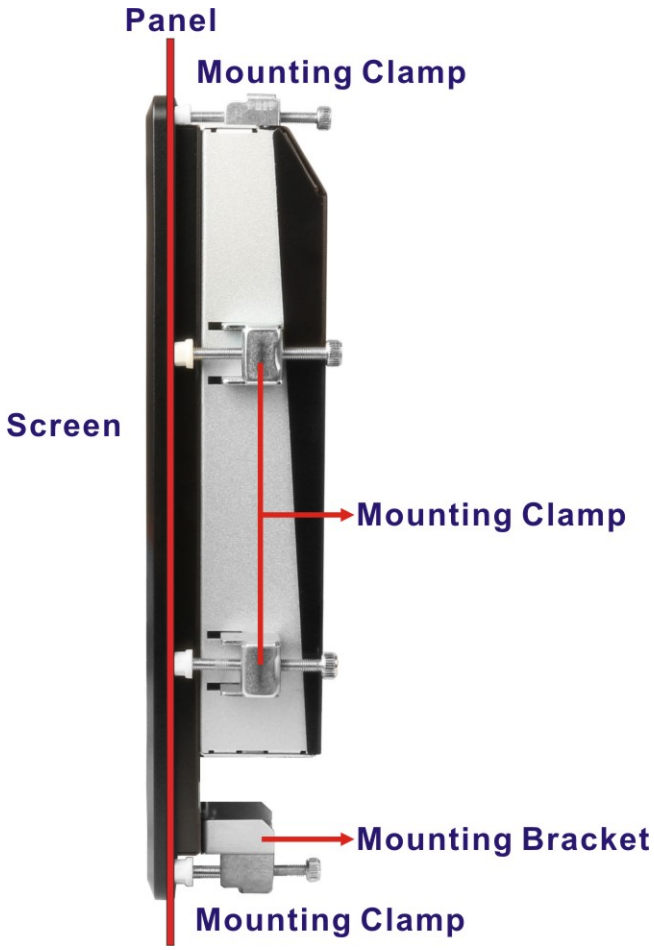

Figure 3-34: Tighten the Mounting Clamp Screws
Step 17: Insert the mounting clamps into the mounting brackets and pre-formed holes along the edges of the PPC-FxxA-H81, behind the aluminum frame (**Figure 3-34**). The required number of mounting clamps may vary by models.
Step 18: Tighten the screws that pass through the mounting clamps until the plastic caps at the front of all the screws are firmly secured to the panel (**Figure 3-34**).